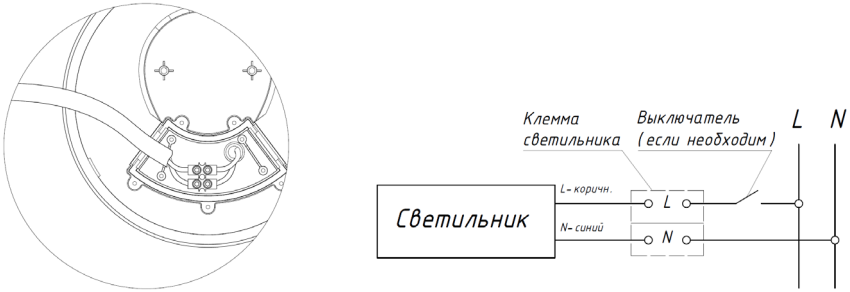

Рисунок 2. Подключение светильника.
5.7. Заведите кабель через силиконовый уплотнитель в распределительную коробку светильника (Рисунок 2). Рекомендуемый диаметр кабеля – до 6 мм. Заведите провода в клеммную колодку в соответствии со схемой на рисунке 2. Рекомендуемая длина зачистки провода – 5-6 мм. Рекомендуемое сечение провода до 2,5 кв.мм.